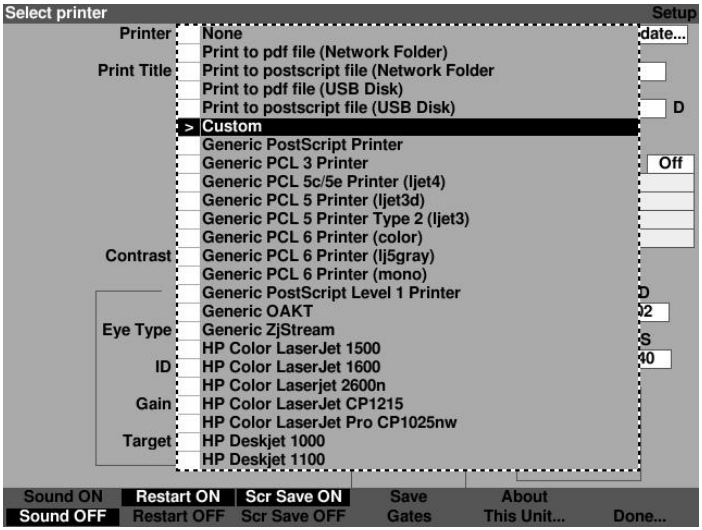

Figure 5-32 Selecting Custom Print Drives
12. Press the knob or the check mark, to activate the printer field, indicated by the dashed border as shown in figure 5-32.